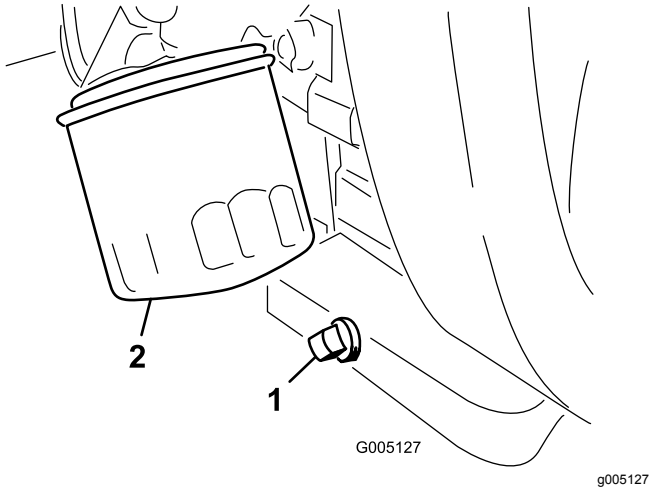

Figur 30
1. Ta bort avtappningspluggen (Figur 30) och låt oljan rinna ned i ett avtappningskärl.
2. Rengör gängorna på avtappningspluggen, stryk på PTFE-tätning och sätt tillbaka avtappningspluggen (Figur 30).
3. Avlägsna oljefiltret (Figur 30).